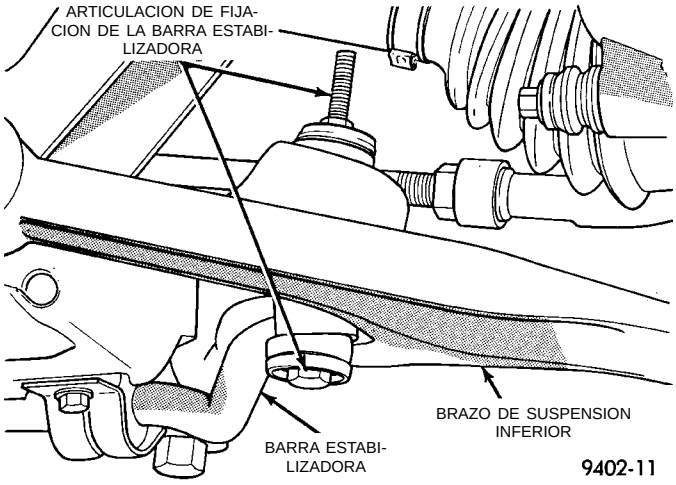

Fig. 33 Fijación del brazo de suspensión inferior a la articulación de la barra estabilizadora
(3) Retire las 2 articulaciones de fijación que sujetan la barra estabilizadora a los brazos de suspensión inferior (Fig. 33).